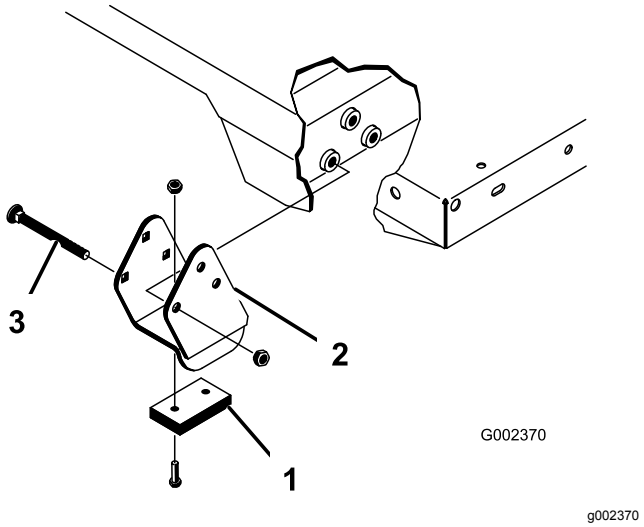

Rysunek 36
Informacja: Upewnij się, że wsporniki przekładek i nakładki (Rysunek 36) są zamontowane tak, aby łby śrub podsadzanych znajdowały się wewnątrz maszyny.
2. Ostrożnie ustaw platformę na ramie pojazdu, dopasowując otwory osi obrotu z tyłu platformy do otworów w kanale tylnej części ramy, i zamontuj dwa sworznie z łbem płaskim i zawleczki (Rysunek 36).
4. Sworzeń z łbem płaskim włóż od zewnątrz platformy zawleczką skierowaną na zewnątrz (Rysunek 36).